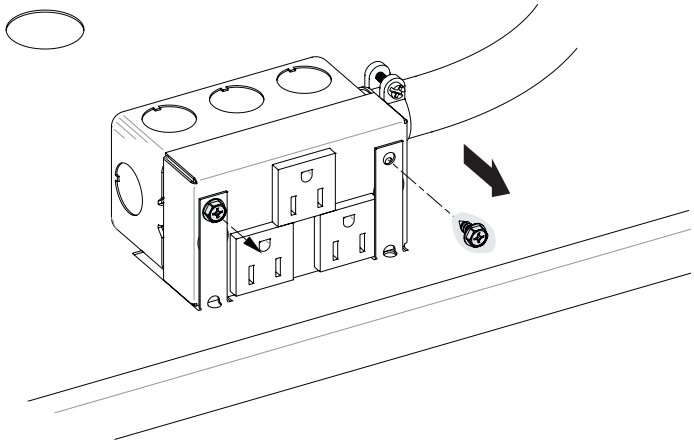

Figure 5
7. Because of limited space, unscrew the junction box from the locating tabs below the firebox, then plug in the light receptacle, and then reattach the junction box to the locating tabs. **See Figures 5 and 6.**